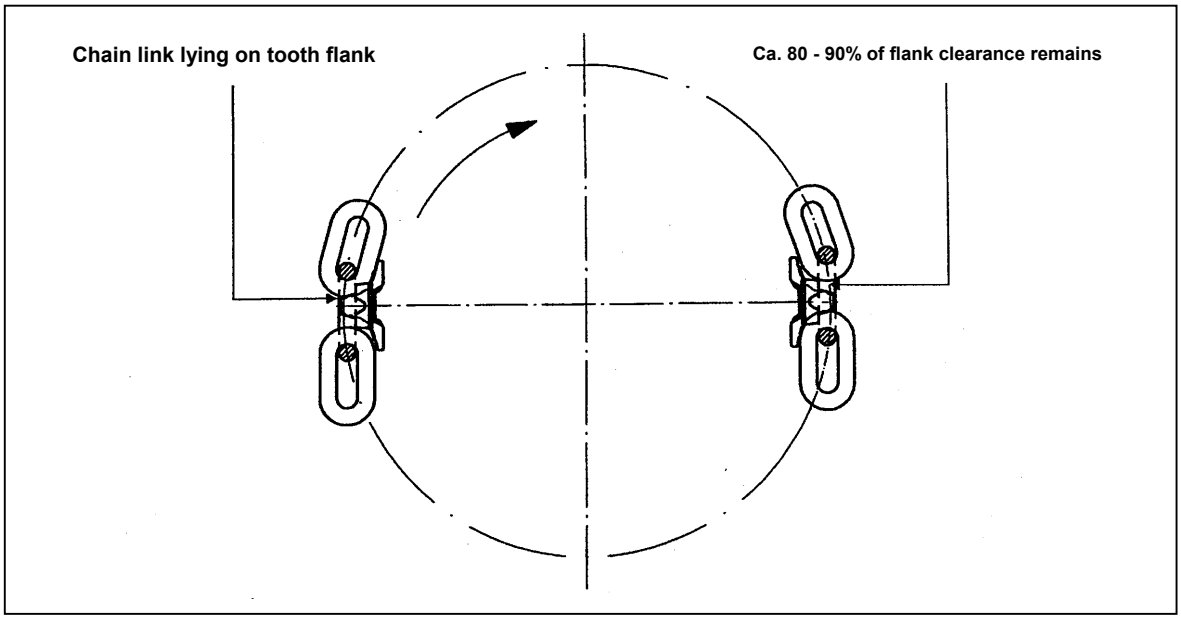

Fig. 5
7.2 Chain of Theoretical Nominal Length (Fig. 5)